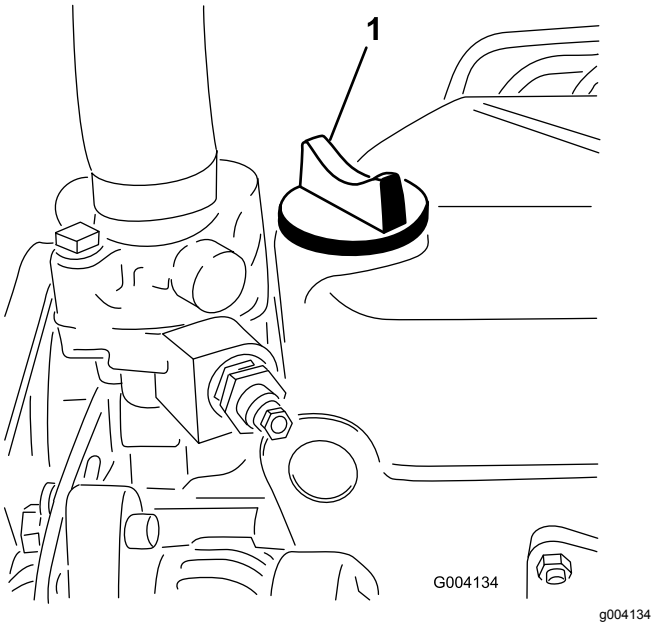

Figur 49
5. Hvis olieniveauet er under Full-mærket, skal du fjerne påfyldningsdækslet (Figur 49) og fylde olie på, indtil niveauet når Full-mærket på målepinden.